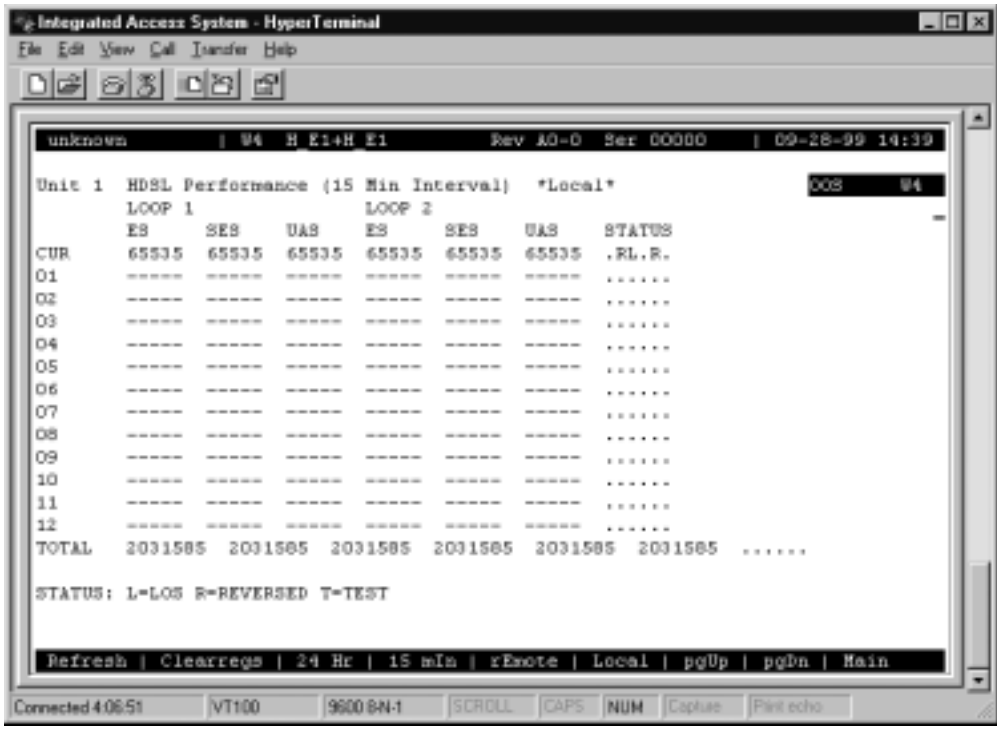

Figure 7-21.Typical Adtran E1/HDSL Performance Data Screen (local 15-minute interval)
Figure 7-21 shows the Adtran E1/HDSL Performance Data Screen for the WAN-U card. The screen will display statistics for either Unit 1 (HDSL module 1) or Unit 2 (HDSL module 2), depending on which one you choose in the HDSL Screen.
Figure 7-21 shows the number of Errored Seconds (ES), Severely Errored Seconds (SES), and Unavailable Seconds (UAS) in loops 1 and 2 (local or remote), in either 15-minute or 24-hour increments. This allows for four different possible displays:
In 15-minute intervals, 12 historical time periods are shown on the left side of the screen (Figure 7-21). By pressing "**d**" (**pgDn**) in that screen, you can view historical time periods 13 through 24. Press "**d**" again to display historical time periods 25 through 32. These periods record the activity for the past thirty-two 15-minute periods, thus providing eight hours of historical data.